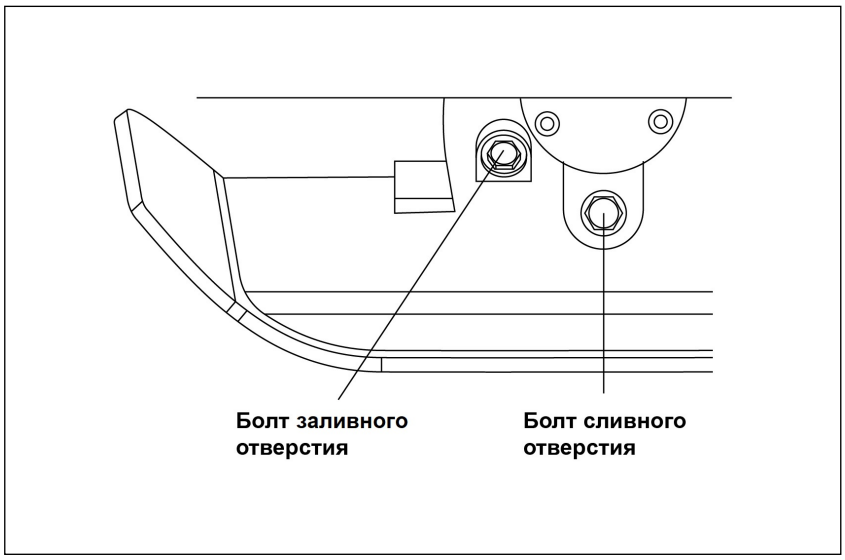

Рис. 33 Сливное и заливное отверстие для масла в вибраторе виброплиты VP-160RS.
4. Открутить болт из сливного отверстия (Рис. 33), полностью слить отработанное масло, в подготовленную для этого емкость.